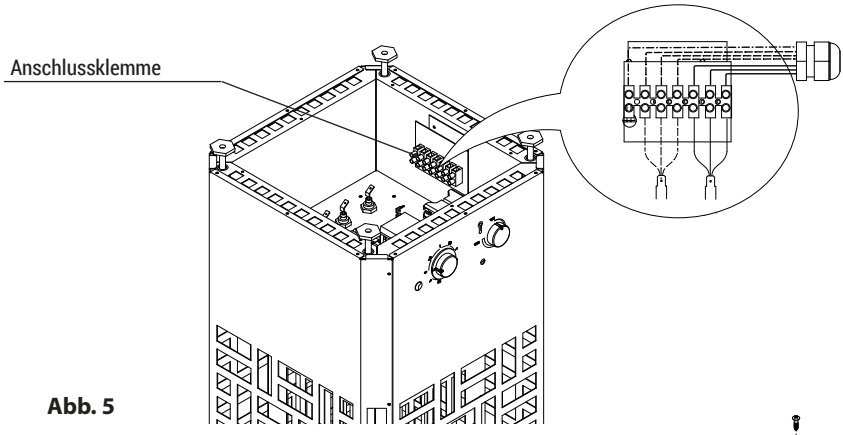

Abb. 5
- Anschlussleitung(en) nach Schaltplan an die Klemmleiste anschließen (Abb. 5)